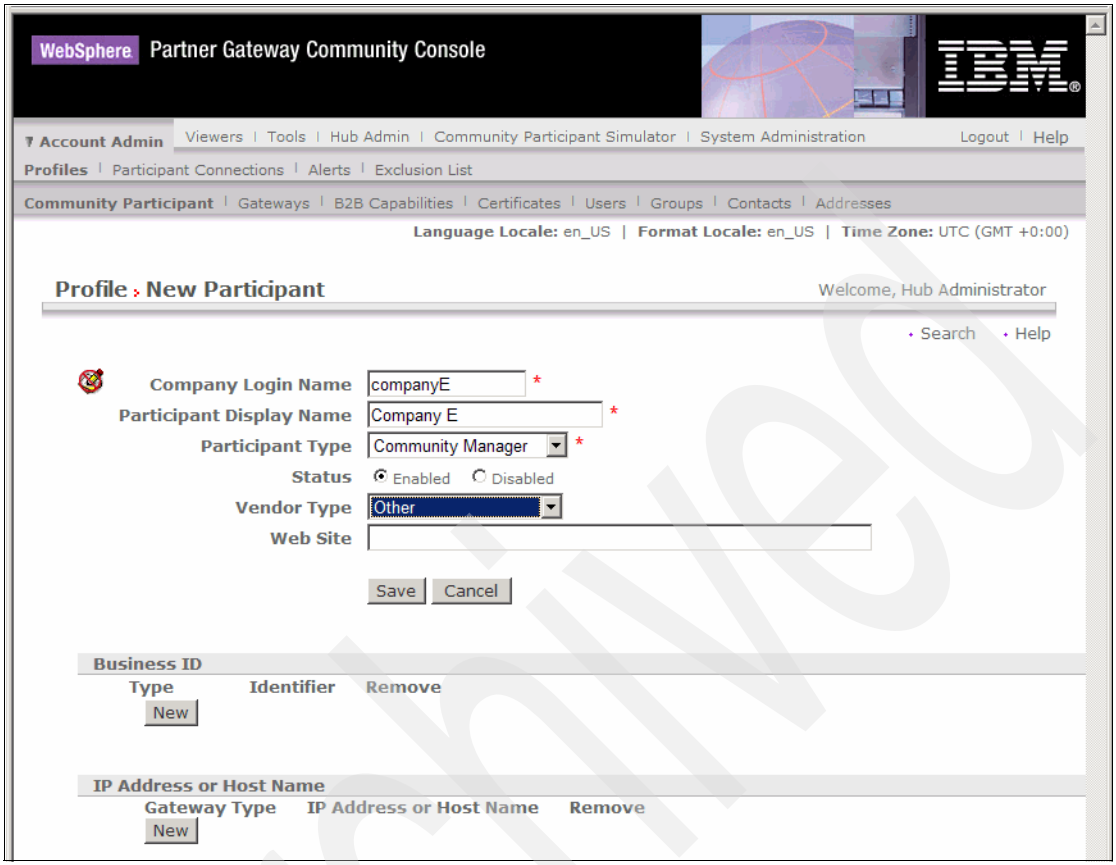

Figure 7-16 Creating a new participant: Providing information
3. To create a new Participant (Figure 7-16 on page 157) you must: